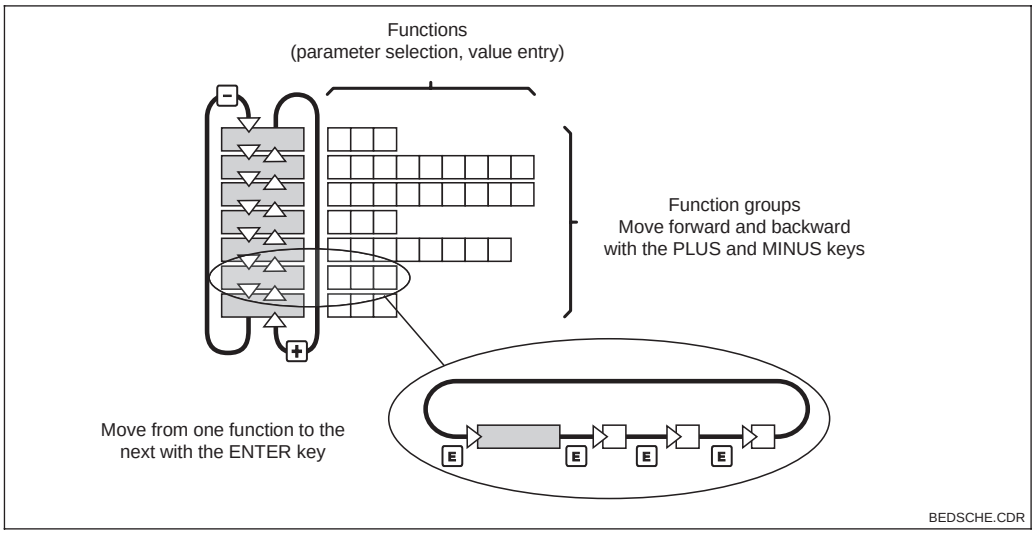

Fig. 4.4 Schematic representation of OOM 223 menu structure
The instrument access code is fixed, i.e. it cannot be modified. The following access codes are distinguished (cf. Fig. 4.4):
- Any code: Read mode access, i.e. all settings can be viewed but not modified (access with ENTER/CAL key, see Fig. 4.4).
- Code 22: Access to calibration and offset menus (access with CAL key, see Fig. 4.4).
- Code 22: Access to configuration menus for instrument configuration and user settings (access with ENTER key, see Fig. 4.4).